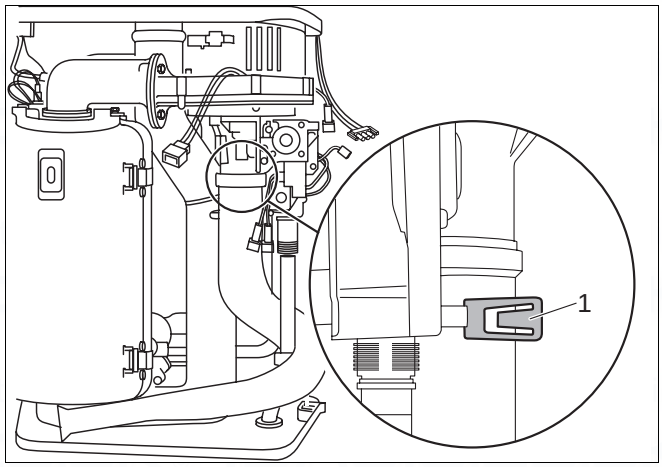

Fig. 43 Replacing the fan on the 600 Series: remove the air suction tube
- Push the safety plate out of the way (fig. 43, item 1).